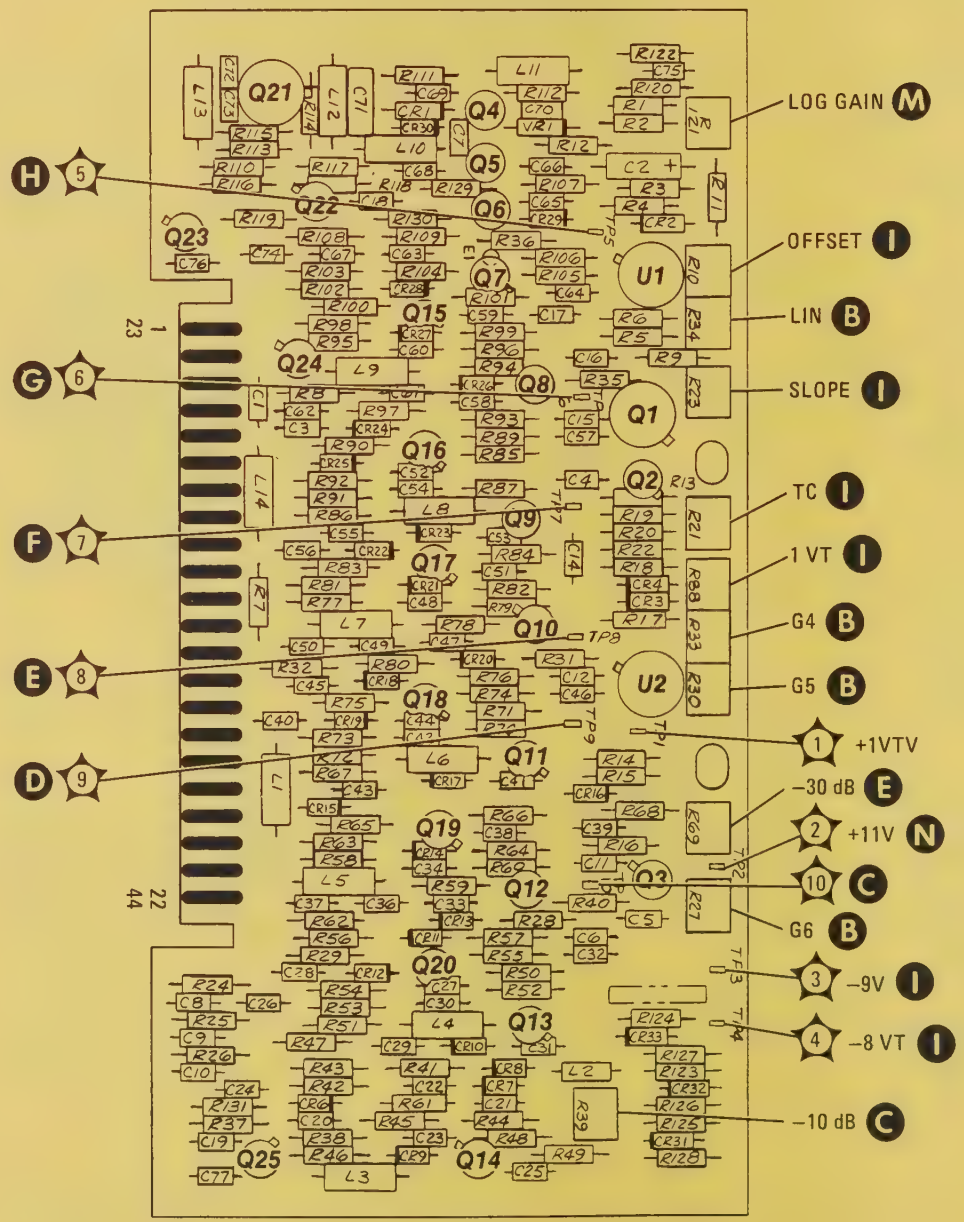

Figure 8-71. A22 Log Amplifier Assembly, Component Locations (CHANGE 29)
►Page 8-80, Figure 8-71:
Replace Figure 8-71, A22 Log Amplifier Assembly Component Locations, with new Figure 8-71 (CHANGE 29) included in this Manual Changes supplement. (NOTE: Figure number and caption were inadvertently deleted in original illustration.)